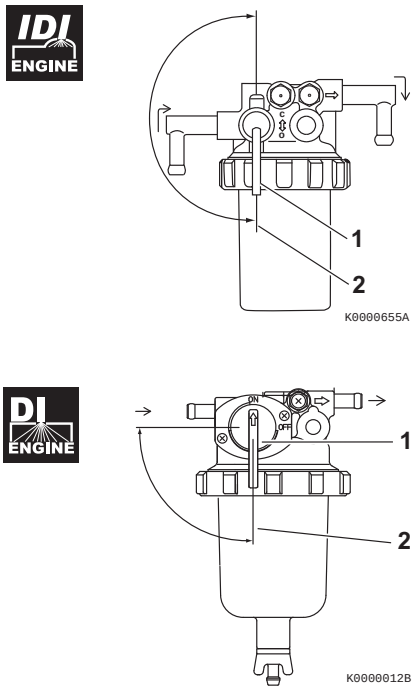

Figure 1
3. Make sure the water separator fuel valve **(Figure 1, (1))** is in the ON position **(Figure 1, (2))**.